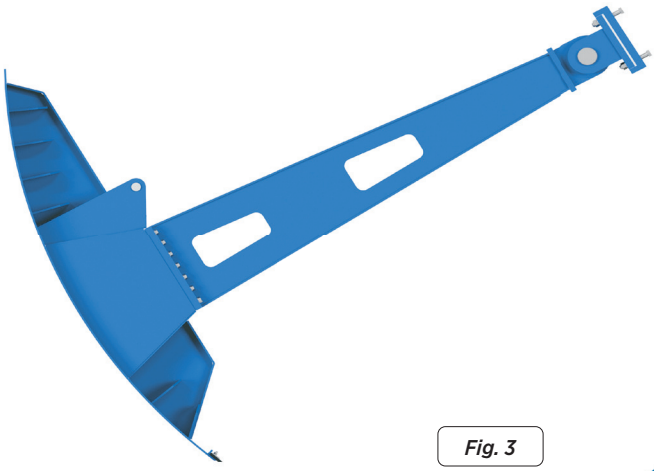

Fig. 3
- Quando la saracinesca è completamente chiusa i punti di rotazione devono rimanere perfettamente allineati all'asse dei bracci, per cui è consigliabile fissarli puntualmente in questa posizione per poter agevolare il processo di montaggio. I punti di rotazione si monteranno con le piastre supporto avvitate (fig. 3).
- devono rimanere perfettamente allineati all'asse dei bracci, per cui è consigliabile fissarli puntualmente in questa posizione per poter agevolare il processo di montaggio. I punti di rotazione si monteranno con le piastre supporto avvitate (fig. 3).